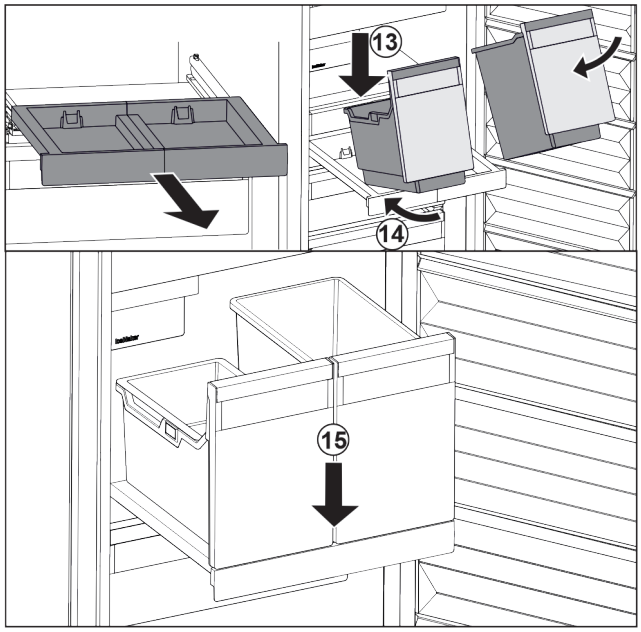

Fig. 105
▶ Behälter schräg auf das Auszugsbord aufsetzen. *Fig. 105 (13)*
▶ Behälter schräg nach hinten einschieben. *Fig. 105 (14)*
▶ Behälter vorne absetzen. *Fig. 105 (15)*